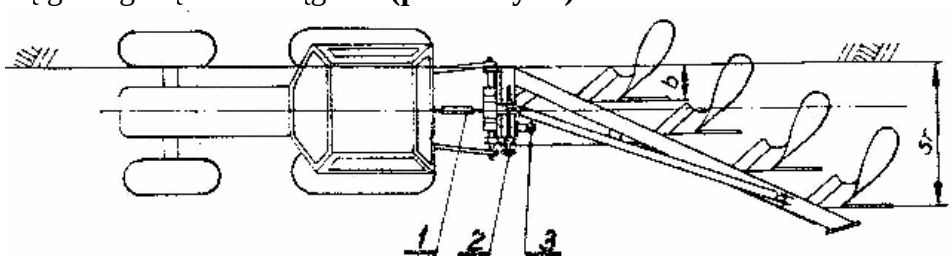

Rys. 6 Wstępna regulacja pługa.
- sprawdź wstępne wypoziomowanie pługa w kierunku podłużnym. Regulacji dokonuje się za pomocą górnego łącznika ciągnika **(poz. 1 Rys.6).**
- opuść pług nie opierając go całym ciężarem o podłoże. Śrubą regulacji poprzecznej (**poz. 2 Rys.6)** przesuwając ramę względem wieszaka ustaw szerokość pierwszego korpusu (odległość od ściany wewnętrznej opony do linii płozu pierwszego korpusu);